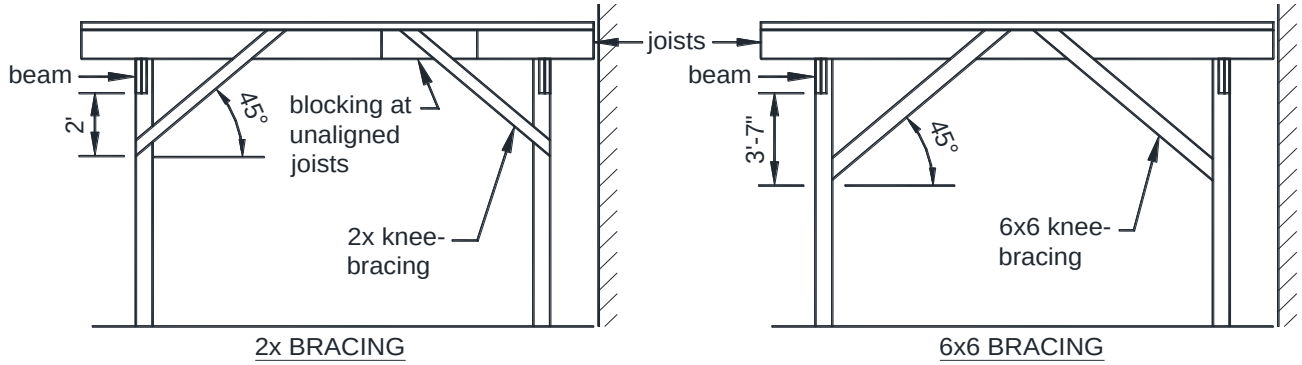

FIGURE 30: METHOD 3 - KNEE-BRACING AT JOIST-POST LOCATIONS
- Knee-bracing shall be installed at each post-joist location in accordance with FIGURE 30.